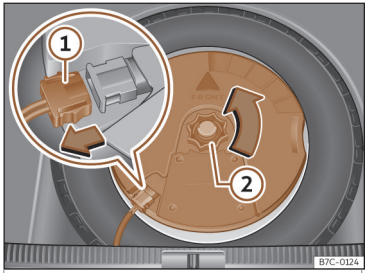

Fig. 234 Nel bagagliaio: smontare il subwoofer.
- Scollegare il cavo dell'altoparlante *subwoofer*››› fig. 234 ①.
- Ruotare la manopola di fissaggio in senso antiorario››› fig. 234 ②.